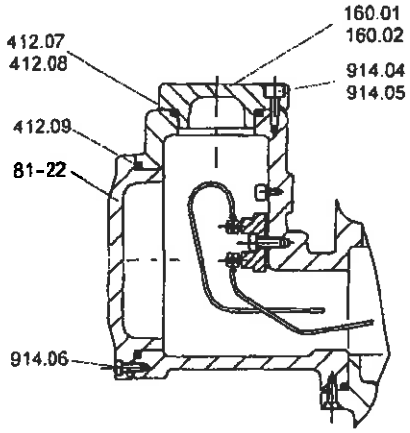

rys. 1
1. Najpierw należy usunąć pokrywę zamykająca (patrz rys. 1). Zaleca się przechowywanie tej pokrywy (160.01/160.02) do ponownego wykorzystania w przyszłości. Zdjąć pokrywę skrzynki zaciskowej 81-22 (patrz rysunek złożeniowy). Należy delikatnie obchodzić się z pierścieniami uszczelniającymi oraz z metalowymi powierzchniami uszczelek. Należy unikać zarysowań!